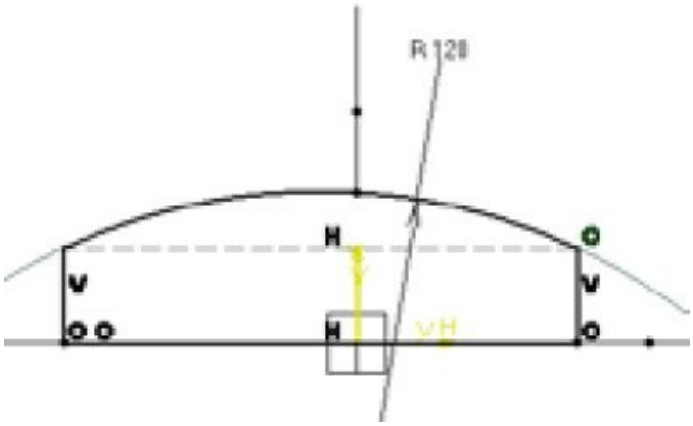

Figure 9-83 *Sketch of the first section*
8. Draw the sketch of the first section, as shown in Figure 9-83, and exit the **Sketcher** workbench. Note that the ends of the section are coincident with the ends of the guide curves.